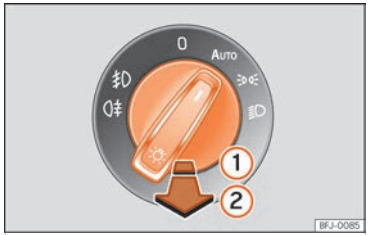

Fig. 83 Tauler d'instruments: comandament dels llums.
- **Encendre els fars antiboira ⚠:** estireu el commutador del llums fins al primer encast ››› fig. 83 ①.
- **Encendre llum posterior antiboira ⚠:** estireu el commutador dels llums per complet ②.